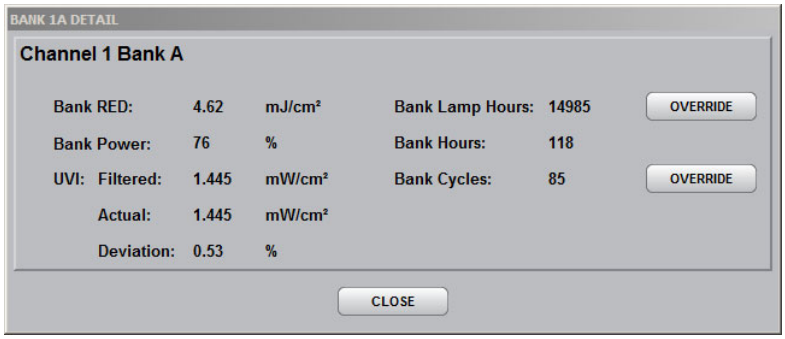

Figure 35 Bank Details
2. Bank Lamp Hours ⟶ OVERRIDE (Figure 35)
2. Bank Cycles ⟶ OVERRIDE (Figure 35)